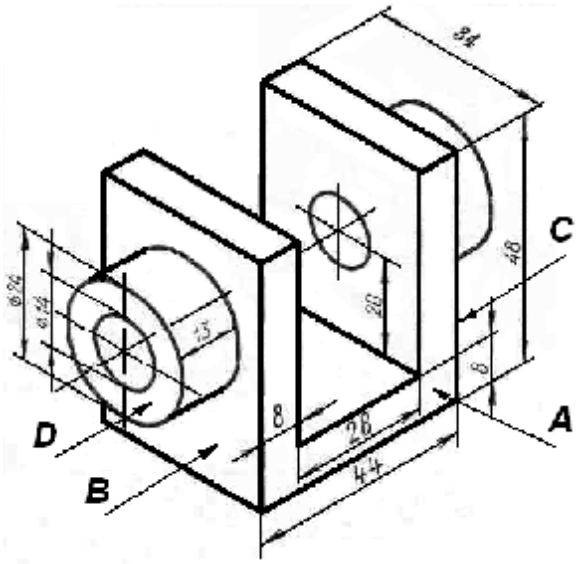

Рисунок 10.1– Початковий вигляд учбового завдання.
5) Будуємо ескіз бічного елемента деталі в площин В рис. 10.1, для чого:
7) Дотримуючись описаного в пп. 5 і 6 порядку будуємо другий бічний елемент на площині С (див. рис. 10.1) Результат побудови представлено на рисунку 10.5.
8) На площині *D* (див. рис. 10.1.) будуємо ескіз круглого елемента що підлягає вилученню. Це коло радіусом 7 мм, центр якого співпадає з центром елементу на площині *D*. Неважко побачити, що цей ескіз можна розмістити і на деяких інших площинах моделі. В *Дереві моделі* побудований ескіз з'явиться під назвою *Ескіз 4*.
13) Переходимо до створення робочого креслення деталі. Очевидно, що для однозначного зображення даної деталі достатньо дві проекції – головний вид та вид зверху. Головний вид буде відповідати напряму погляду на площину *А* (див. рис. 10.1).